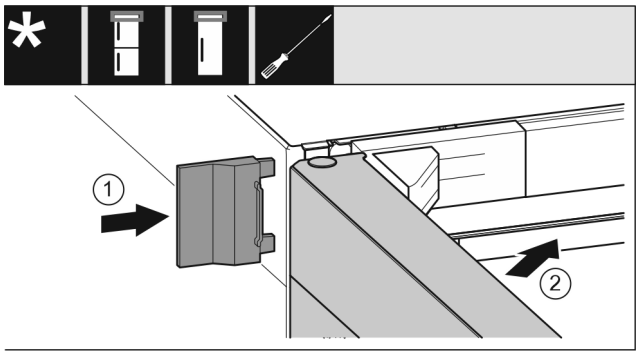

Fig. 22
▶ Äußere Abdeckung *Fig. 22 (1)* aufschieben.
▶ Obere Tür *Fig. 22 (2)* schließen.